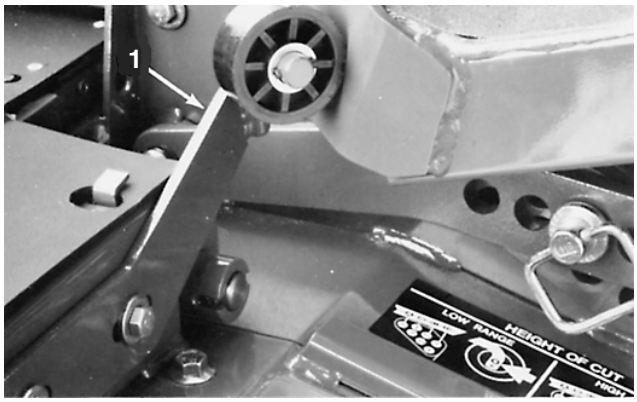

Figure 74
2. Loosen capscrews securing winglet stabilizer brackets to deck and move brackets outward (Fig. 74).